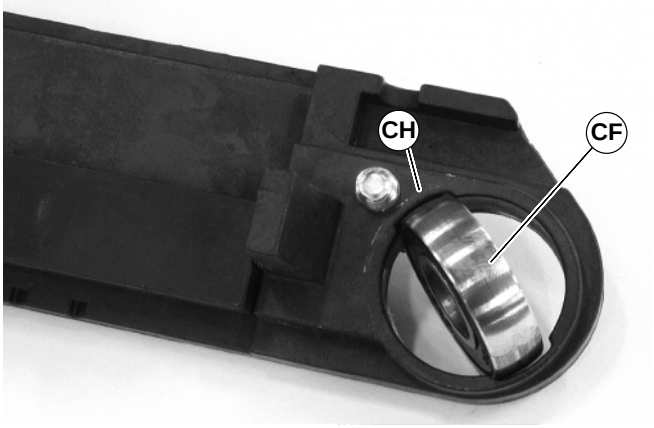

Abbildung 48
1. Das Lager drehen (CF siehe Abbildung 48), um es mit den Schlitzen (CH) in der vorderen Deckplatte auszurichten. Dann das Lager herausnehmen.